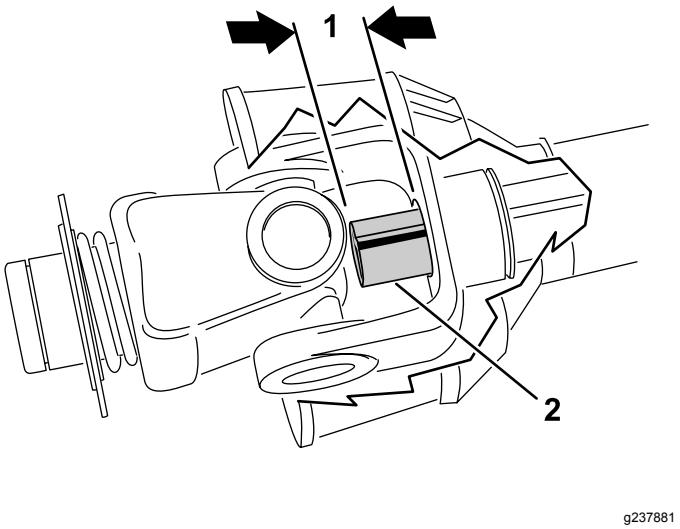

**Figur 16**
9. Skjut ihop kraftuttagsaxlarnas rör tills de är helt infällda. Kontrollera att det **inre** röret inte skjuter ut över kryss- och lagerdelen av det yttre röret (Figur 16). Om det händer ska du kapa av **mer** på det inre röret för att åtgärda problemet. Fortsätt till nästa steg.
10. Mät hur långt det inre röret skjuter ut över kryss- och lagerdelen av det yttre röret (Figur 16). Lägg till detta avstånd till det mått som uppmättes i steg 8.